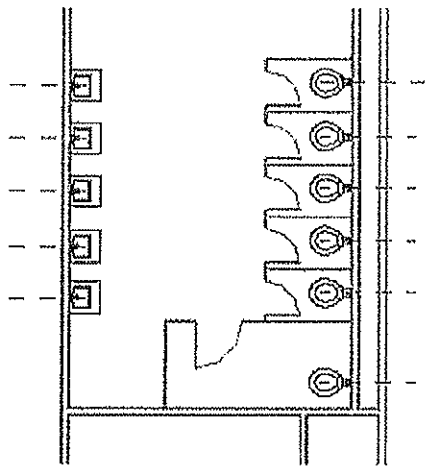

Figure 10–36
17. Place five (5) lavatories at the reference plane locations across from the toilets.
18. The final layout is shown in Figure 10–36.